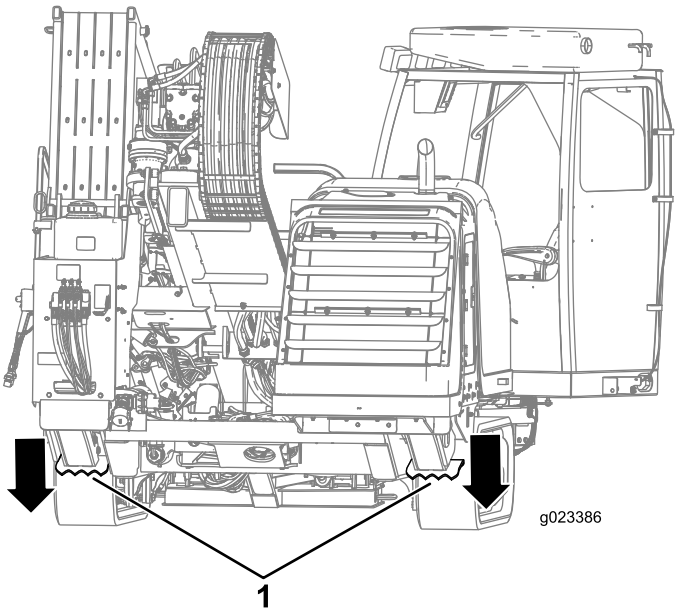

Figure 74
10. Abaissez les stabilisateurs arrière jusqu'à ce qu'ils soient bien en appui sur le sol, ou jusqu'à ce que l'angle de pénétration voulu soit obtenu (Figure 74).